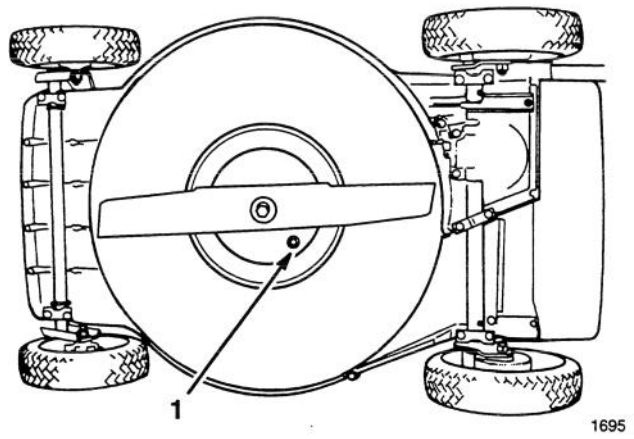

Abbildung 14
3. Den Mäher auf die rechte Seite kippen (Abb. 14).
5. Den Ablaßstopfen von der Unterseite des Mähers entfernen (Abb. 14).